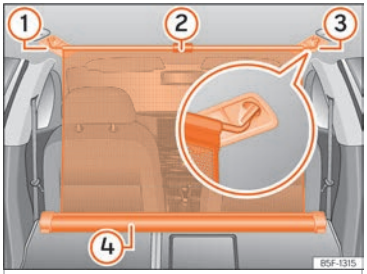

Fig. 141 En el maletero: red de separación enganchada con los respaldos del asiento trasero abatidos.
- Tire hacia arriba de la lengüeta ››› fig. 141 ② para sacar la red de la carcasa ››› fig. 141 ④.
- Enganche la red de separación en el lado derecho o izquierdo ››› fig. 141 ③ (imagen ampliada).
- Enganche la red de separación en el alojamiento del otro lado ››› fig. 141 ① estirando la barra.
La red de separación está correctamente montada cuando los extremos en forma de T están enganchados firmemente en los alojamientos correspondientes ››› fig. 141 ③ y ①.
- Enrolle la red en la carcasa ››› fig. 141 ④ bajándola con la mano.